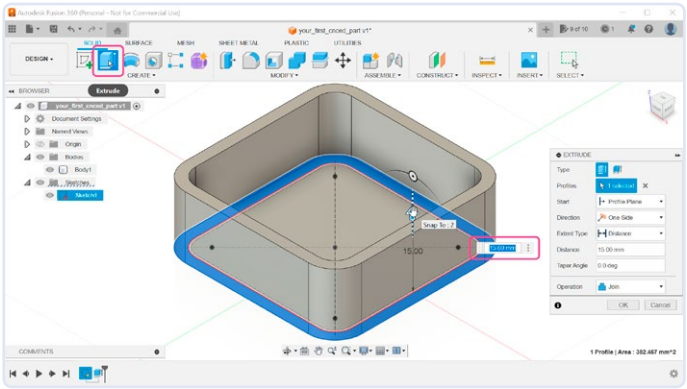

Figuur 8. Geef de hoogte van de behuizing op.
8. We wilden de wanden van de behuizing extruderen, maar die lijken plotseling verdwenen te zijn. Maak je echter geen zorgen: het is gewoon de sketch die onzichtbaar is. Open in de browser in de linkerbovenhoek (**figuur 8**) de groep *Sketches* en maak *Sketch1* zichtbaar. Nu kun je in de werkbalk het gereedschap *Extrude* selecteren en op de buitenste afgeronde rechthoek klikken. Voer een afstand van 15 mm in, de hoogte van onze behuizing.